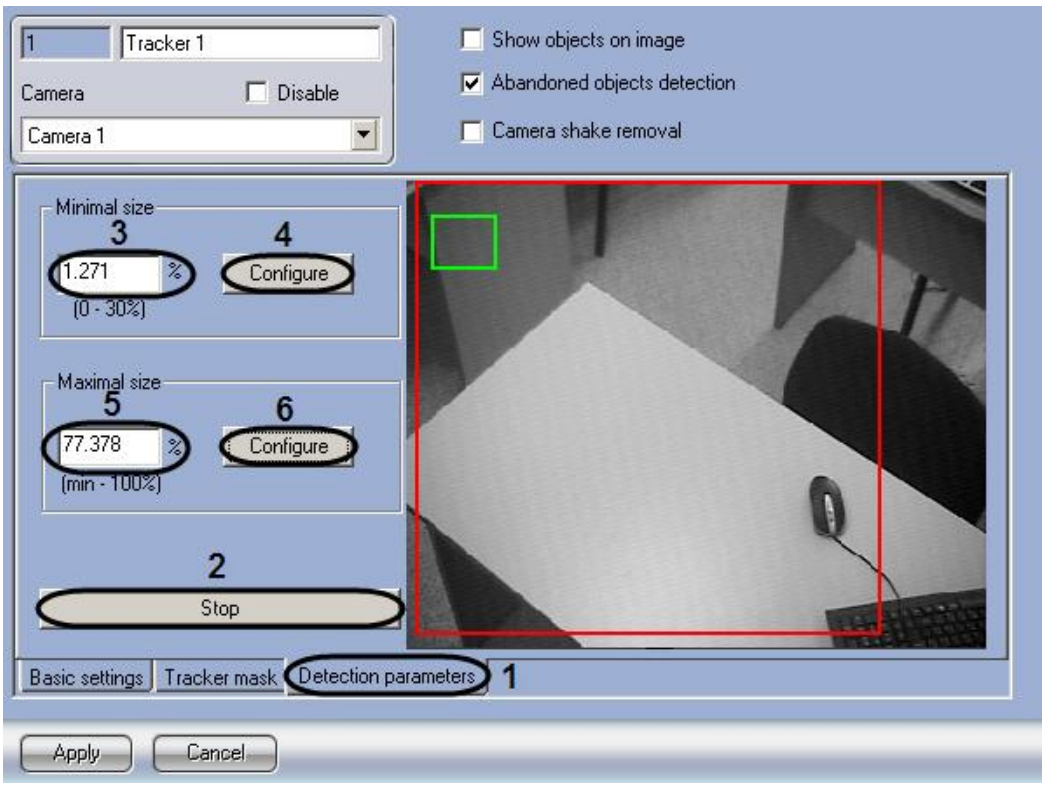

Figure 8.4-70 Setting the sizes of detected object
12.1 Go to the "Detection parameters" tab (Figure 8.4-70, 1).
12.2 In the “Minimal size” group specify the minimal size of detected object as a percentage of total image area (Figure 8.4-70, 3) or click the “Configure” button and specify the size in the preview area (Figure 8.4-70, 4).
12.4 In the "Maximal size" group, specify the maximal size of detected object as a percentage of total image area (Figure 8.4-70, 5) or click the "Configure" button and specify the size in the preview area (Figure 8.4-70, 6).